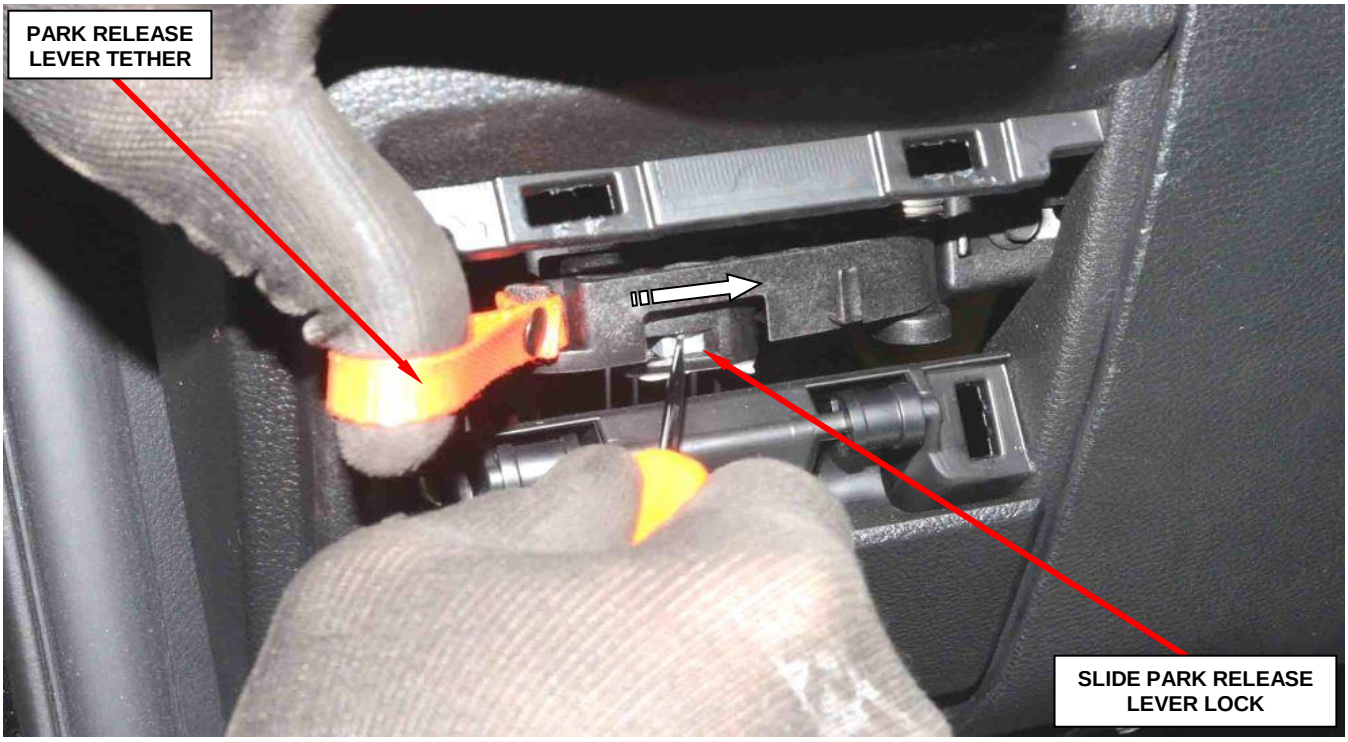

Figure 3 - Transmission Manual Park Release
b. Using a small screwdriver, slide the release lever lock to the right and hold in that position (Figure 3).
c. Pull the orange release lever tether to the right until it locks in place (Figure 3).